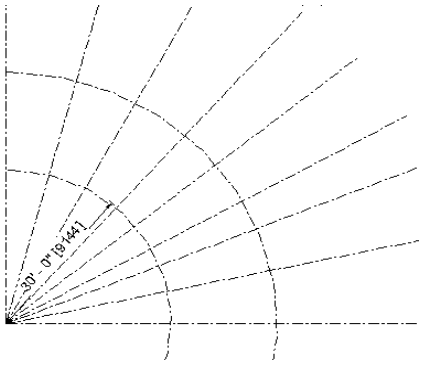

Figure 3-63 *Dragging the grid endpoint to resize*
2. Now, press and drag the cursor toward the left and release the mouse when the cursor along with the grid endpoint reaches to the location, shown in Figure 3-63.